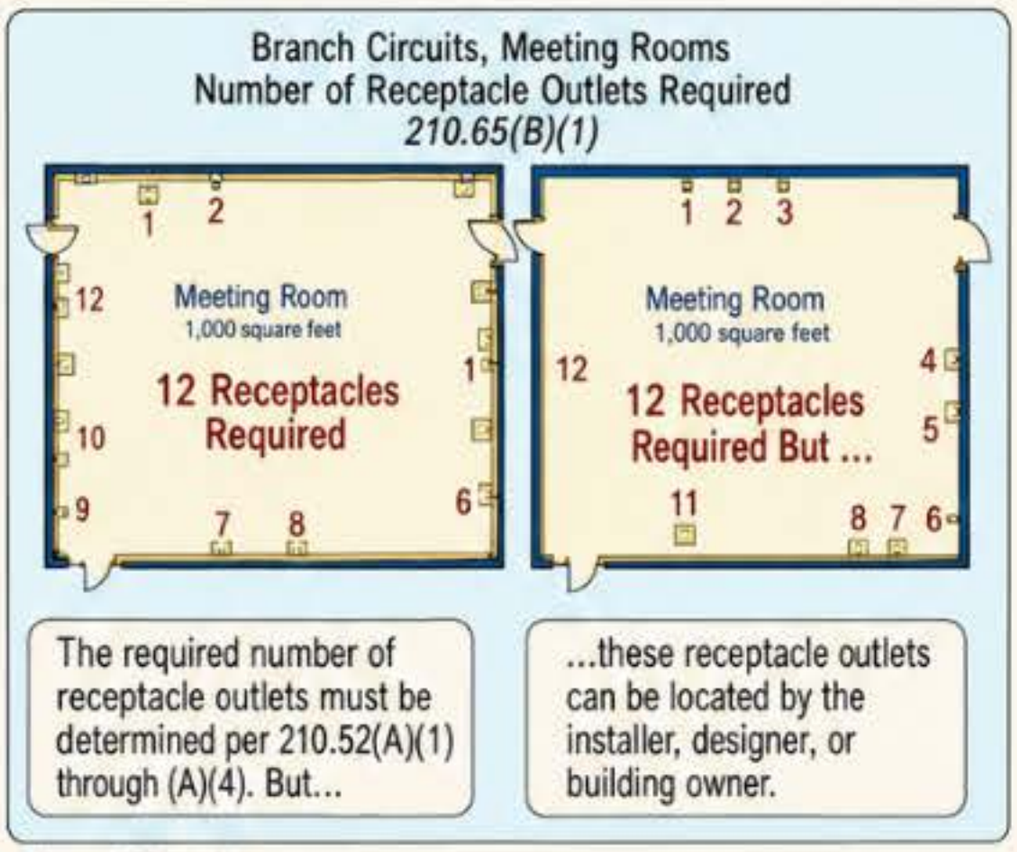

Figure 210–110
(2) A meeting room with any floor dimension 12 ft or greater in any direction and has a floor area of at least 215 sq ft must have at least one floor receptacle outlet or floor outlet to serve a receptacle(s) *located not less than 6 ft from any fixed wall for each 215 sq ft or major portion of floor space.* ▶ Figure 210–111